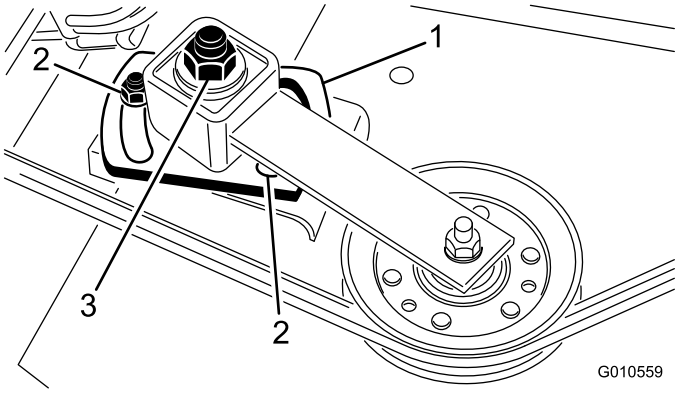

Figure 4
2. Loosen the 2 nuts securing the idler plate so the tension of the idler pulley against the belt is released (Figure 4).
3. Remove the belt from the right spindle pulley (Figure 4).